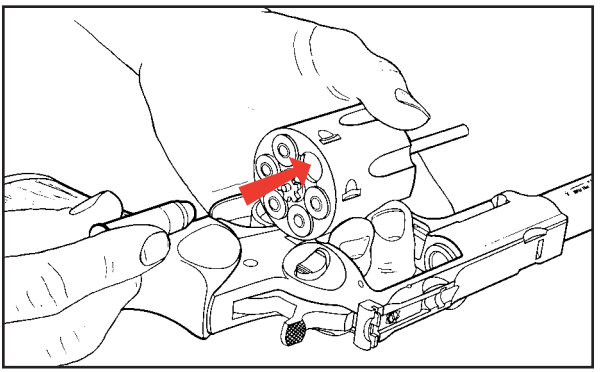

Figure 4
1. Press the crane latch and guide cylinder out of frame to the left to its loading position (see Figure 4).